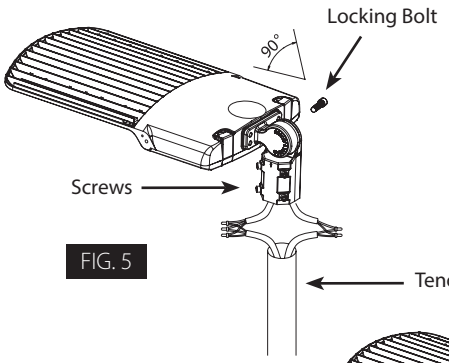

FIG. 5
1. Place the **Slipfitter** over the **Tenon** and secure the **Fixture** with set **Screws** on the side of the **Slipfitter** as shown in Fig. 5.